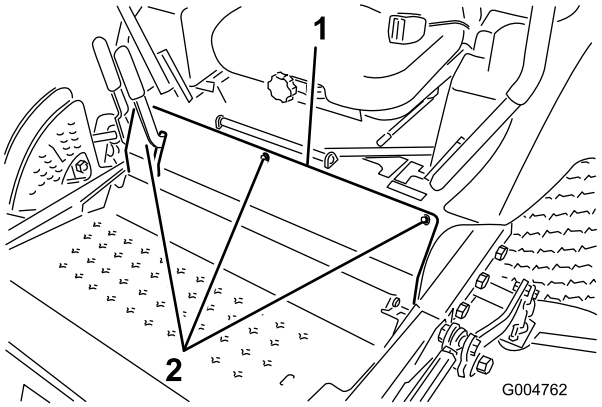

Figuur 54
2. Draai de bouten los waarmee het voorpaneel vastzit, en verwijder het paneel (Figuur 54).